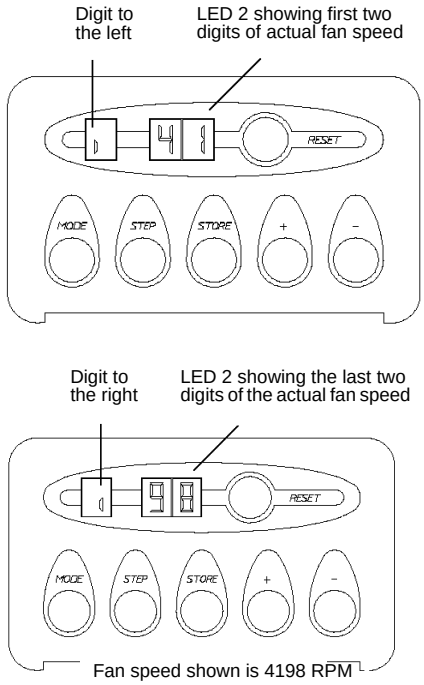

Fig. 32
- when ‘H’ is displayed in LED 1, press the MODE button until LED 1 shows an alternating cursor (see fig. 32);
- press the MODE button until LED 1 shows an alternating cursor (see fig. 32);